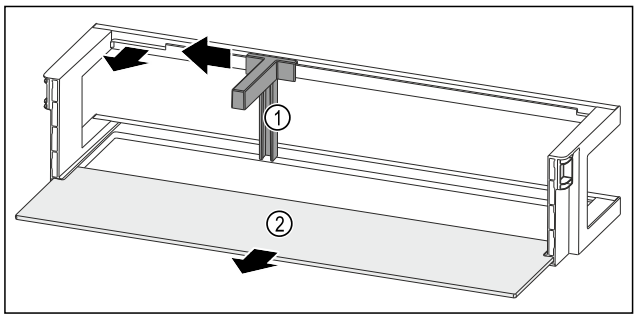

*Fig. 149 Raft montat pe ușă cu suport pentru sticle și raft*
▶ Împingeți în lateral suportul pentru sticle *Fig. 149 (1)* până la degajare.
▶ Extrageți suportul pentru sticle *Fig. 149 (1)*.
▶ Extrageți raftul *Fig. 149 (2)*.